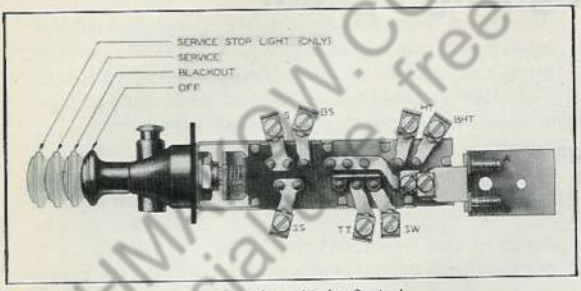

Fig. 1 Main Light Switch
All lights are controlled by action of main light switch. Instrument panel lights, black-out driving lights, and stop lights are controlled by action of individual switches, after circuits are energized by main light switch. Main light switch (Fig. 1) is a four-position push-pull switch located on instrument panel. This switch energizes all lights, depending upon position of control button.
C. Removing and Replacing—Main switch illustration Fig. 1, and wiring diagram Fig. 9, show all connections to main switch terminals. Make certain that correct wires are connected to switch terminals.